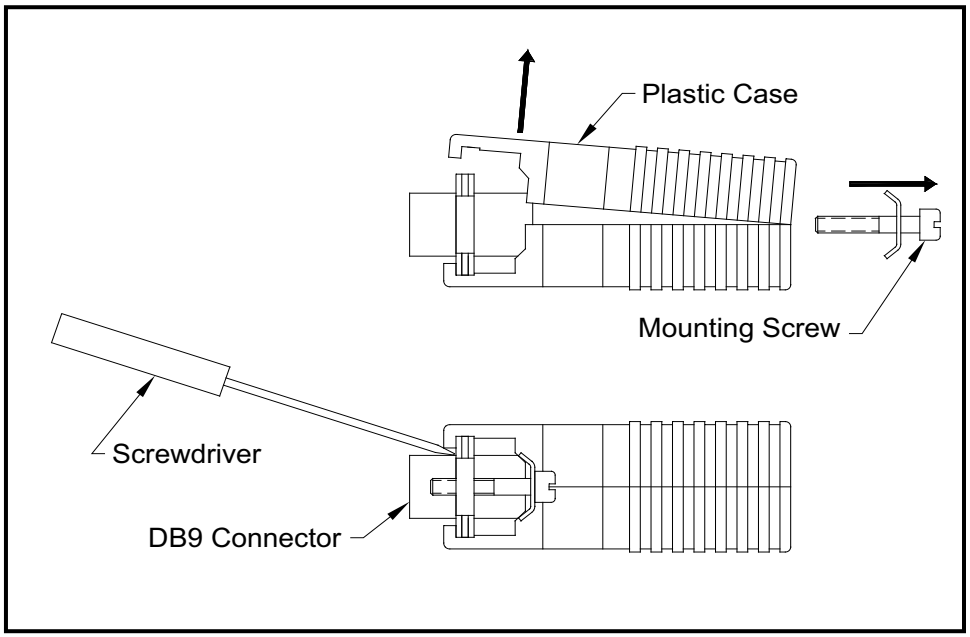

Figure 10: Opening the Converter Case
5. Use a small screwdriver to pry open the ***plastic case*** of the serial interface converter, as shown in *Figure 10 on page 65*.